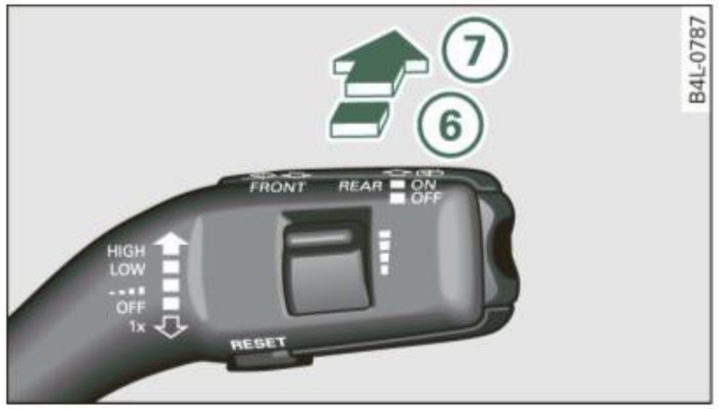

Fig. 62 Wiper lever: activating the rear window wiper and washer
– Push the wiper lever forward towards the dashboard and to the *first* position (6) ⇒ fig. 62. The rear window wiper will wipe the window approx. every four seconds.